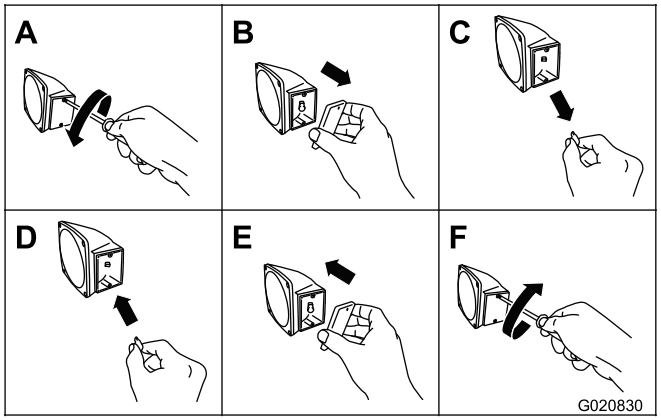

Figure 78
1. Use a screwdriver to remove the 2 screws from the small rectangular lens on the side of the light (Figure 78).
2. Remove the lens (Figure 78).
3. Pull the bulb out of the socket (Figure 78).
4. Push a new 168 bulb into the socket (Figure 78).
5. Install the lens and the 2 screws (Figure 78).